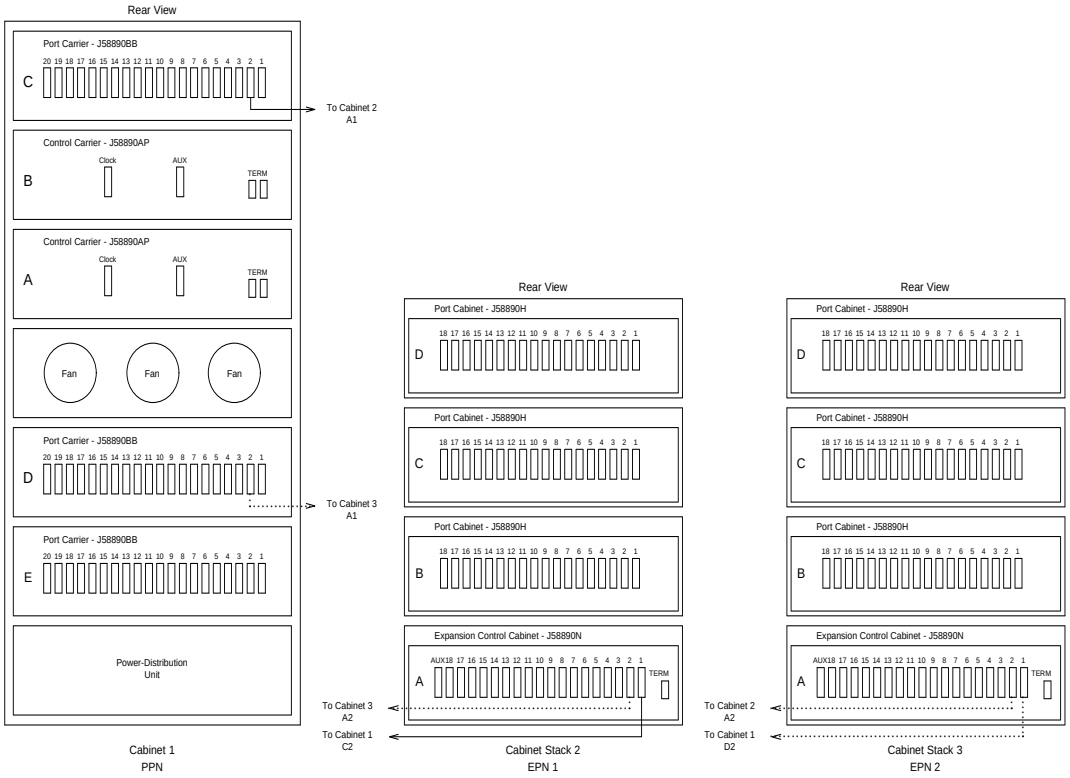
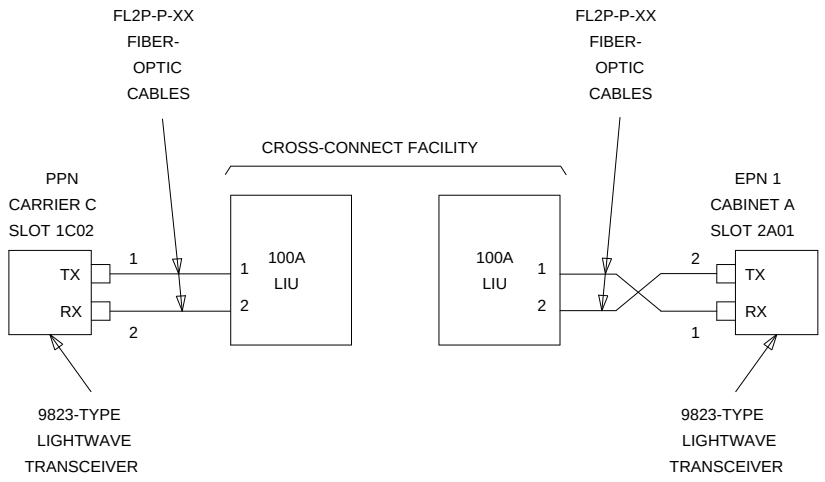
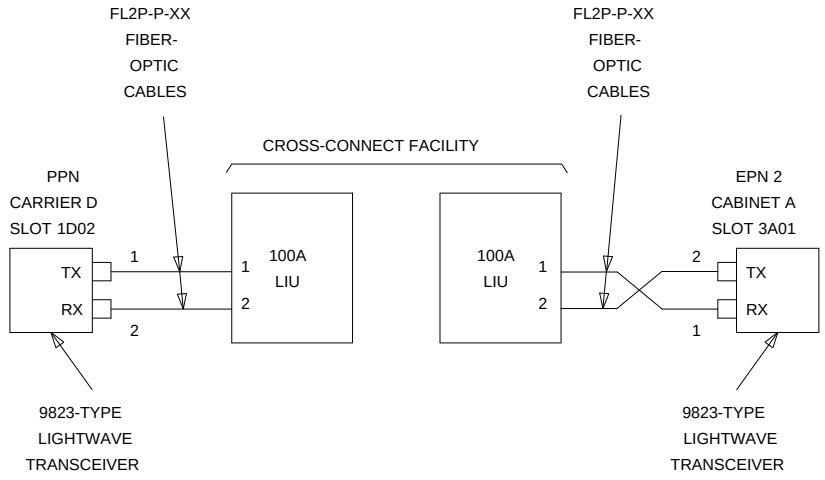
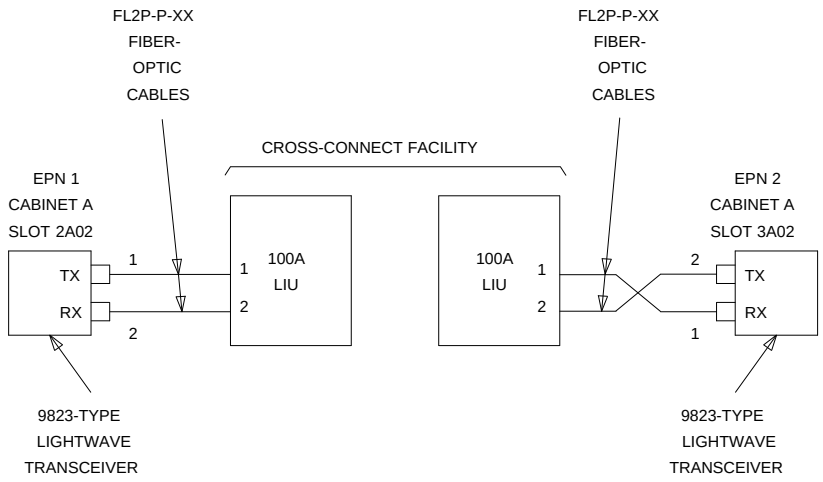

Figure 5-24. High-Reliability G3r V4 with Two or Three Port Networks
Figure 5-25. Fiber-Optic Connections PPN to EPN1
Figure 5-26. Fiber-Optic Connections PPN to EPN2
Figure 5-27. Fiber-Optic Connections EPN1 to EPN2
1. Behind port carrier C of the multicarrier PPN (Figure 5-24, Figure 5-25, Figure 5-26, and Figure 5-27):